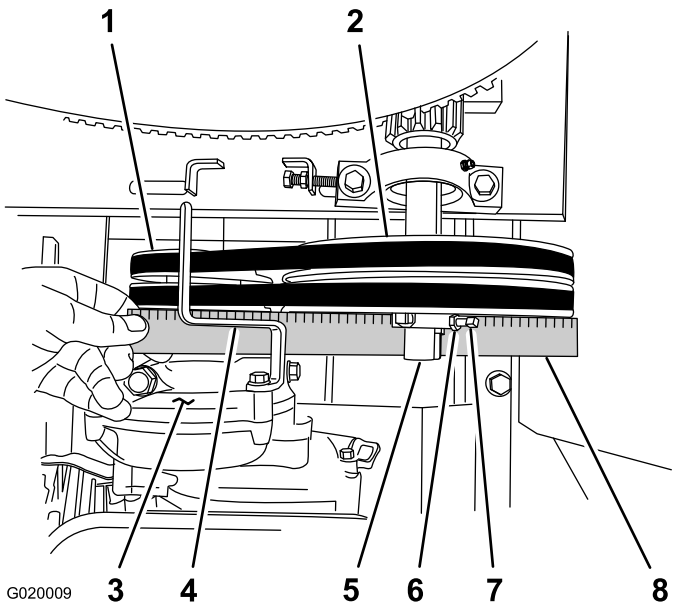

Figura 70
D. Coloque una regla sobre la polea del motor y la polea tensora (Figura 70).
E. Si es necesario, gire el motor sobre la chapa del motor hasta que la polea del motor y la polea tensora estén alineadas con la regla (Figura 70).